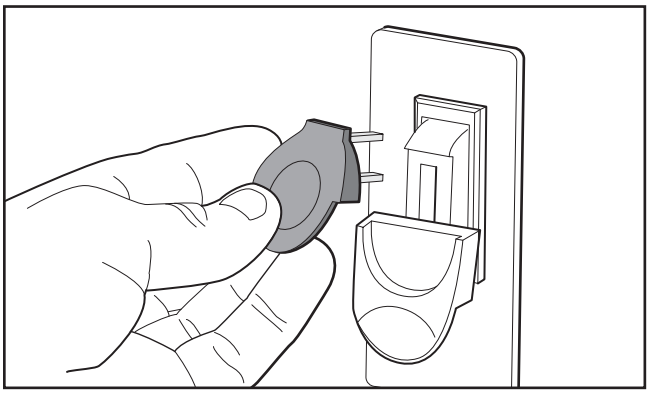

Figure 18. Removing switch key from ON/OFF paddle switch.
5. Remove switch disabling key, as shown in **Figure 18**.